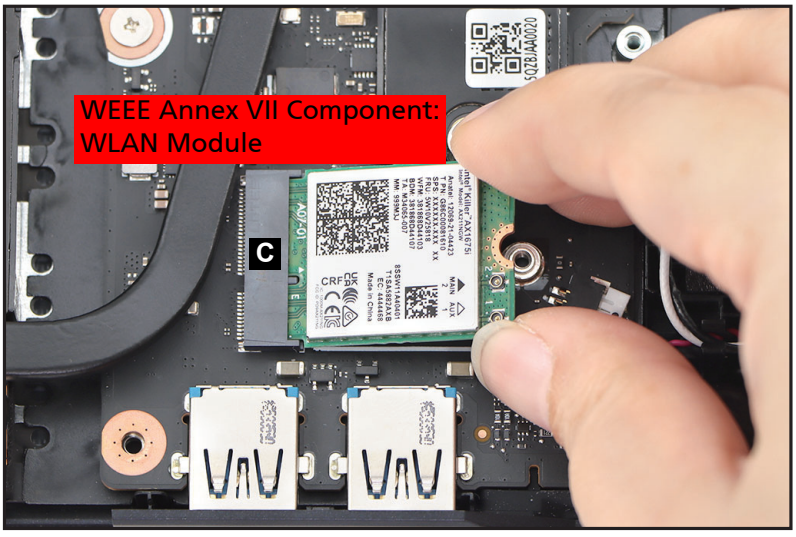

Figure 1-30. WLAN Module Removal
4. Disconnect the WLAN module from the mainboard connector (C) (Figure 1-30). Then remove the WLAN module.